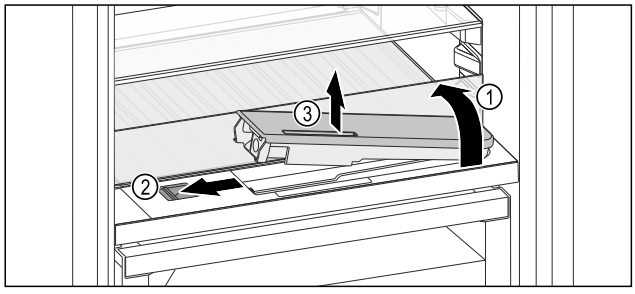

*Fig. 172*
▶ Glasplaat heffen en tot de aanslag naar achter klappen *Fig. 172 (1)*.
▶ Schuif *Fig. 172 (2)* naar links schuiven.
▶ Waterreservoir eruit halen *Fig. 172 (3)*.